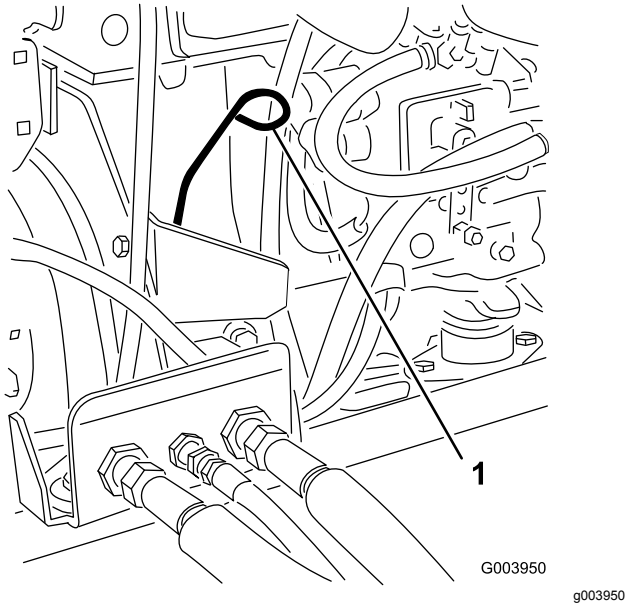

Figur 44
3. Fjern målepinden, tør den af, og sæt den tilbage igen (Figur 44).